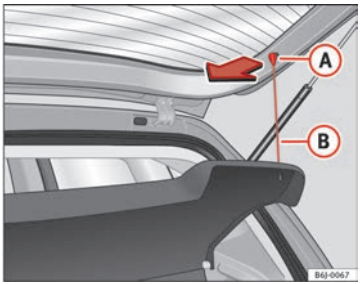

Fig. 90 Bandeja portaobjetos
– Desenganche los tirantes ⇒ fig. 90 (B) de los alojamientos (A).